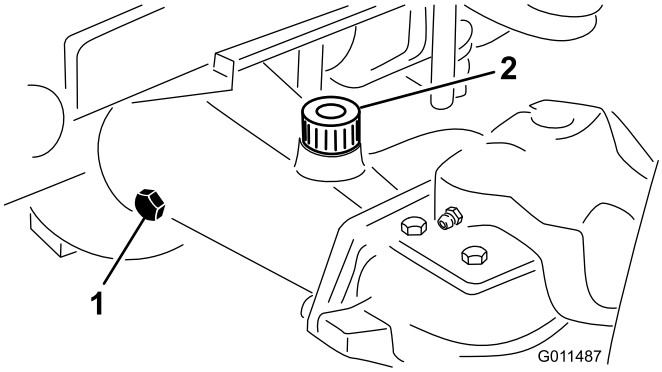

Figuur 15
2. Verwijder de controleplug van elk uiteinde van de as (Figuur 15) en controleer of de tandwielolie tot aan de onderkant van de opening komt. Indien het peil te laag staat, verwijdert u de vulplug (Figuur 15) en vult u voldoende tandwielolie bij totdat het peil de onderkant van de opening van de controleplug bereikt.